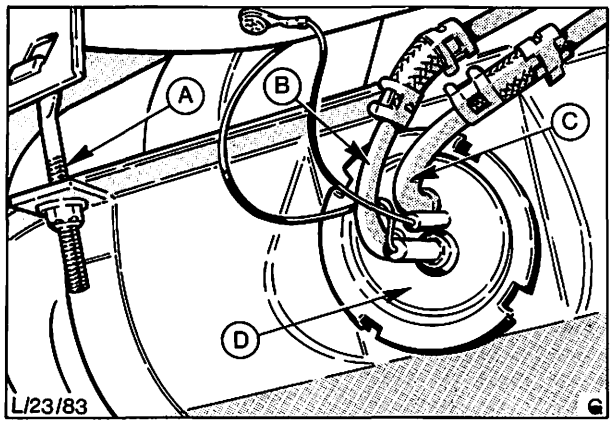

Abb. 72 A = Haltebänder – Kraftstoffbehälter
3. Unter dem Fahrzeug Kabel vom Geber abklemmen, Abb. 72.
Darauf achten, daß die Leitungen am jeweils richtigen Stutzen angeschlossen werden, Abb. 72.